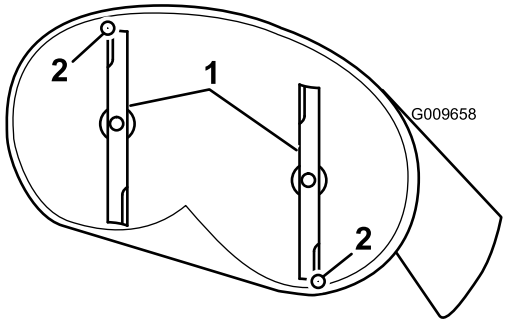
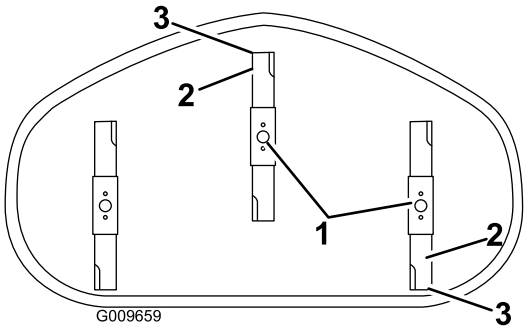

Figur 63
Figur 64
4. Rotera knivarna försiktigt så att de är riktade framåt-bakåt (Figur 63 och Figur 64).
5. Mät från den främre knivens spets till den plana ytan, och från den bakre knivens spets till den plana ytan (Figur 63 och Figur 64).
9. När justeringen är gjord ska du kontrollera den främre-bakre lutningen igen och fortsätta att justera muttern tills den främre knivens spets befinner sig 1,6–7,9 mm lägre än den bakre knivens spets (Figur 63 och Figur 64).